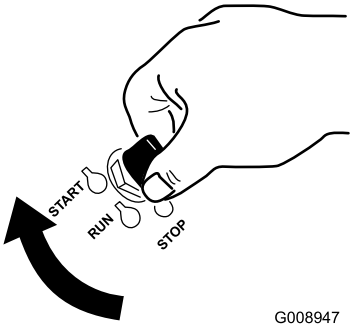

Bild 14
1. Drehen Sie den Zündschlüssel auf die Start-Stellung (Bild 14). Lassen Sie den Schlüssel los, sobald der Motor anspringt.
7. Drehen Sie den Zündschlüssel auf die Start-Stellung (Bild 14). Lassen Sie den Schlüssel los, sobald der Motor anspringt.